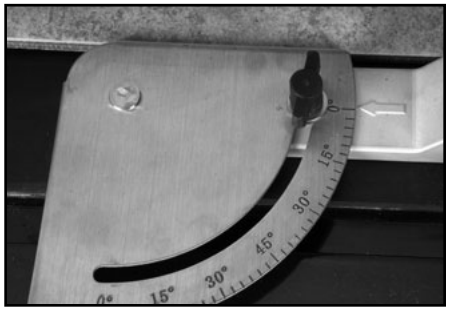

FIGURE 9
3. Properly set the measuring guide and squaring tool (Fig 9).